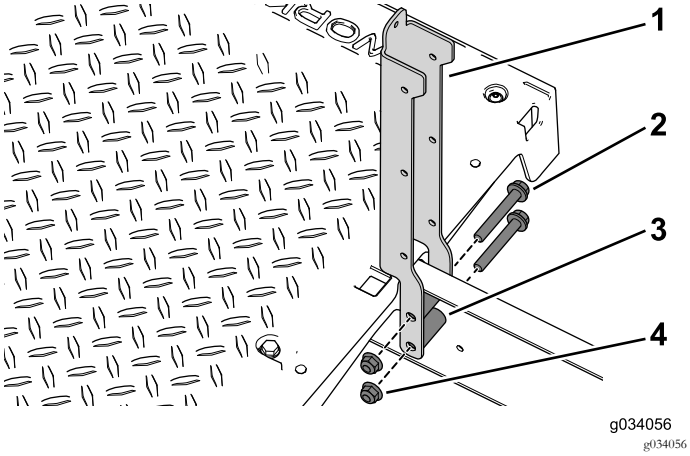

Figuur 92
2. Gebruik de 4 flensbouten (3/8 x 2-1/2 inch), afstandsstukken en flensmoeren om de stoelsteunen links en rechts aan de machine te bevestigen (Figuur 92).